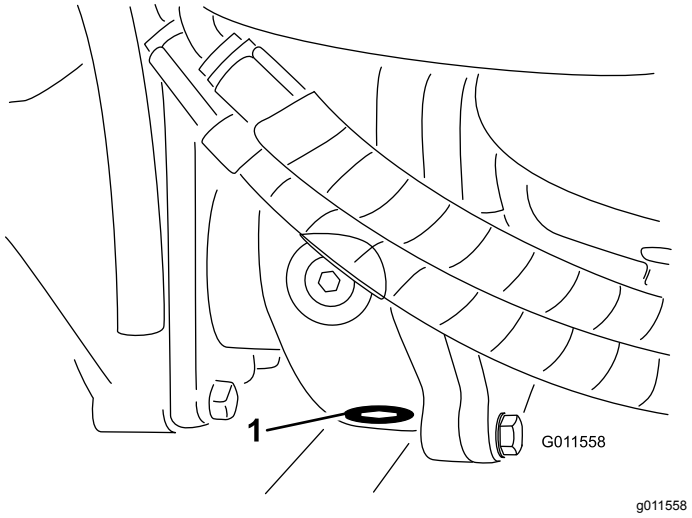

Figuur 87
5. Reinig de omgeving van de aftapplug onderaan de tandwielkast (Figuur 87).